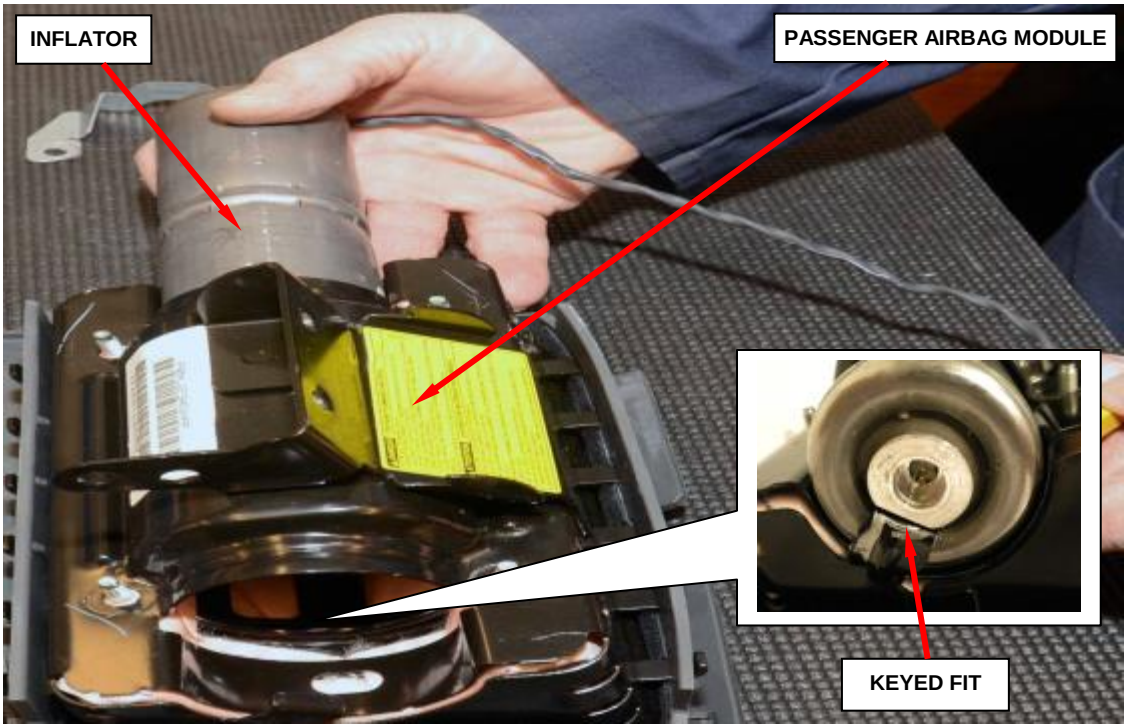

**Figure 56 – Passenger Airbag Inflator to Housing**
f. Slide the inflator out of the passenger airbag module (Figure 56).
g. Slide the new inflator into the passenger airbag module (Figure 56).
**NOTE: The inflator is keyed to fit into the housing (Figure 56).**